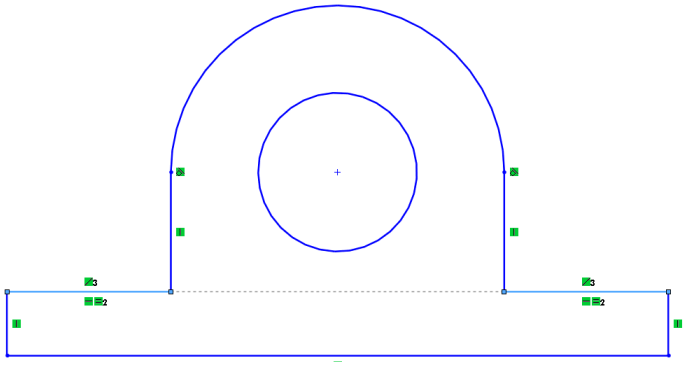

Figure 2-87 *Sketch after relationship*
7. Choose the **Collinear** button from the **Add Relations** rollout to apply the **Collinear** relation to the selected entities, refer to Figure 2-87.